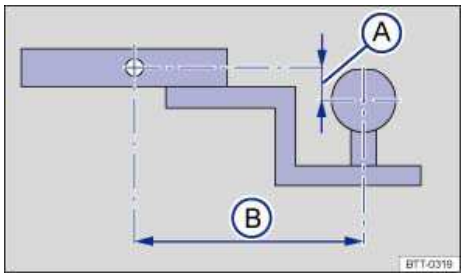

Fig. 88 Dimensions of the ball mount support.
The receiver used requires both a ball mount and a ball that meet special requirements regarding geometry and size. This applies to both the height of the ball above the surface where it attaches ⇒ fig. 88 (A), and the pin-to-ball distance (B).